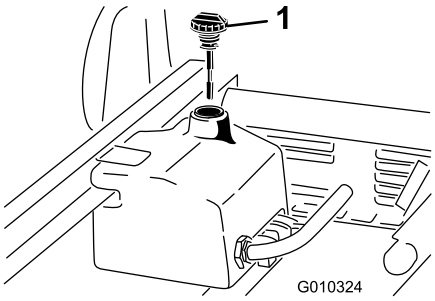

Figura 19
1. Pulite la zona intorno al collo del bocchettone e il tappo del serbatoio idraulico (Figura 19).
3. Togliete l'asta di livello (Figura 19) dal collo del bocchettone e pulitela strofinando con un panno pulito.